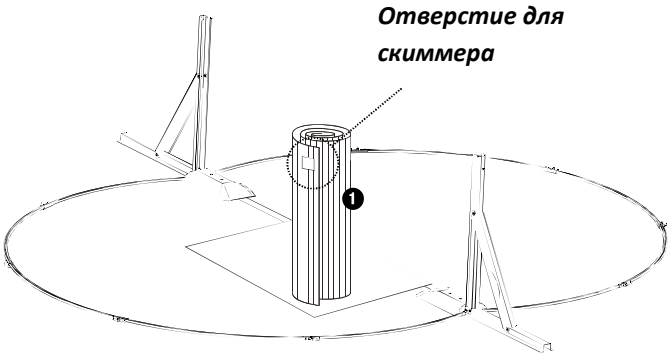

Рис. 21
7. ***При установке стенки бассейна, убедитесь, что квадратное окно для скиммера находится вверху. Для защиты выровненного грунта при монтаже стенок бассейна, разместите стенки бассейна на защитную ткань, картон или фанеру. Примечание: отверстие для скиммера должно быть размещено в том же месте, что и источник питания, чтобы обеспечить электроснабжение системы фильтрации (Рис. 21).***